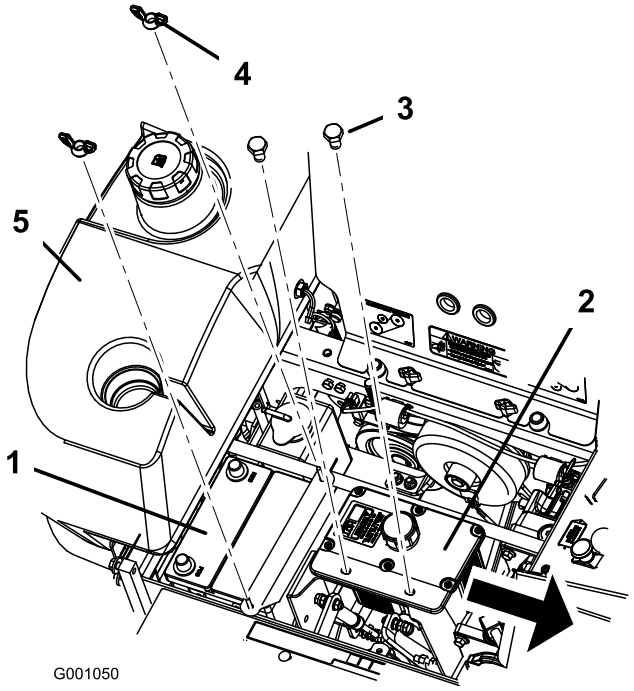

**Figuur 54**
6. Maak beide vleugelmoeren los (1/4 inch) waarmee de accuklembeugel is bevestigd (Figuur 54.
7. Draai de bouten los waarmee de hydraulische tank is vastgezet (Figuur 54).
1. Plaats de accu in een bak met de accupolen van de hydraulische tank weg (Figuur 54).
6. Zet de accu vast met J-bouten, een bevestigingsband, 2 ringen (1/4 inch) en 2 vleugelmoeren (1/4 inch) (Figuur 54).